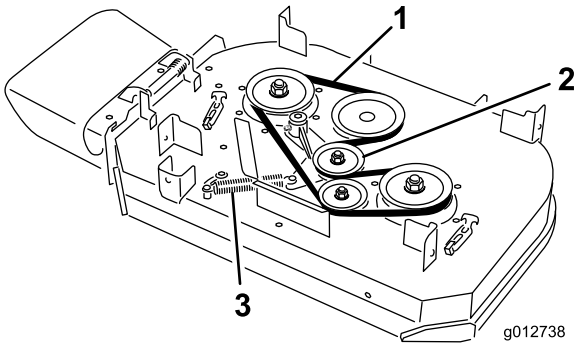

Figuur 63
4. Verwijder de veer van de ankerpost op de arm van de spanpoelie (Figuur 63).
5. Verwijder de versleten drijfriem (Figuur 63).
6. Plaats de nieuwe drijfriem rond de koppelingspoelie, de poelies van het maaidek en de spanpoelie (Figuur 63).
7. Monteer de veer aan de ankerpost op de arm van de spanpoelie (Figuur 63).
6. Plaats de nieuwe drijfriem rond de poelies van het maaidek en de spanpoelie (Figuur 63).
5. Verwijder de veer van de ankerpost op de arm van de spanpoelie (Figuur 63).
6. Verwijder de versleten drijfriem (Figuur 63).
7. Plaats de nieuwe drijfriem rond de poelies van het maaidek, de koppelingspoelie en de spanpoelie (Figuur 63).
8. Monteer de veer op de ankerpost (Figuur 63).